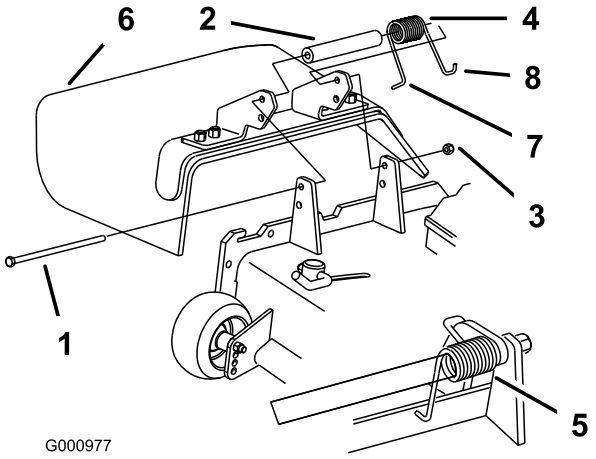

Figur 89
1. Ta bort låsmuttern, skruven, fjädern och distansbrickan som håller fast gräsriktaren på tappfästena (Figur 89). Demontera den skadade eller slitna gräsriktaren.
Obs: Se till att fjäderns **L**-formade ände sitter bakom däckkanten innan du monterar skruven i enlighet med Figur 89.
3. Montera skruven och muttern. Placera fjäderns **J**-formade ände runt gräsriktaren (Figur 89).